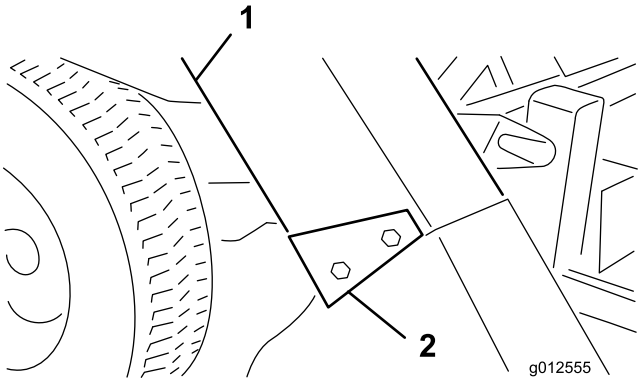

Figure 29
4. Glissez la goulotte sur l'ouverture du ventilateur et sur les goujons de montage (Figure 29).